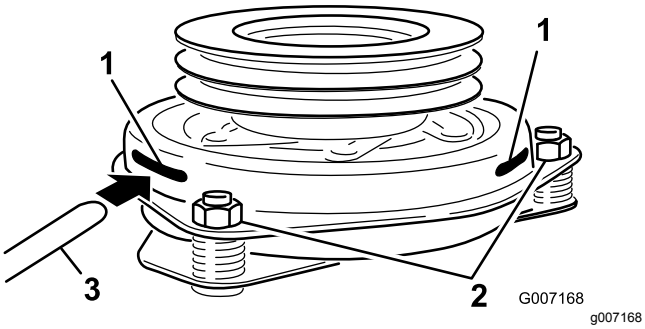

Figur 65
9. Før en søger på 0,381 til 0,533 mm gennem en inspektionsåbning i enhedens side (Figur 65).
10. Tilspænd låsemøtrikkerne, indtil søgeren binder let, men stadig let kan flyttes inden for gnistgabet (Figur 65).